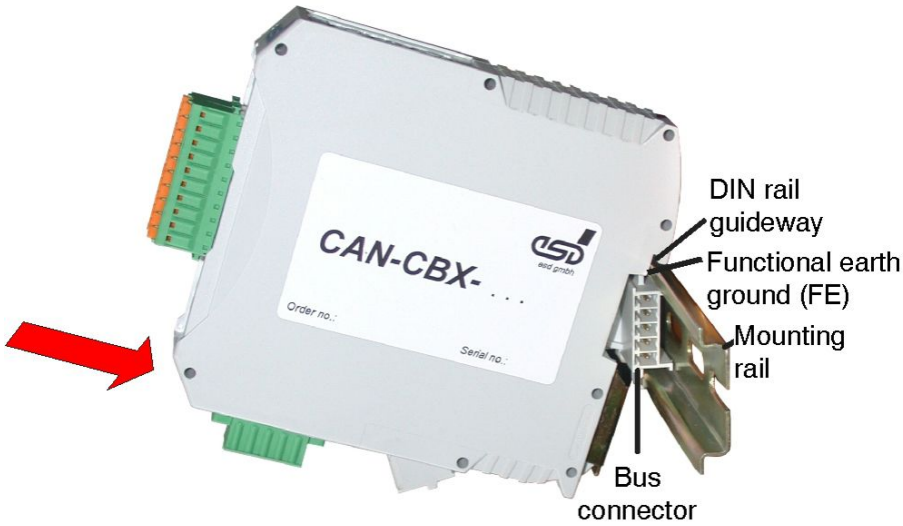

Figure 6: Mounting CAN-CBX modules
3. Swivel the CAN-CBX module onto the mounting rail by pressing the module downwards according to the arrow as shown in figure 6. The housing is mechanically guided by the DIN rail bus connector.